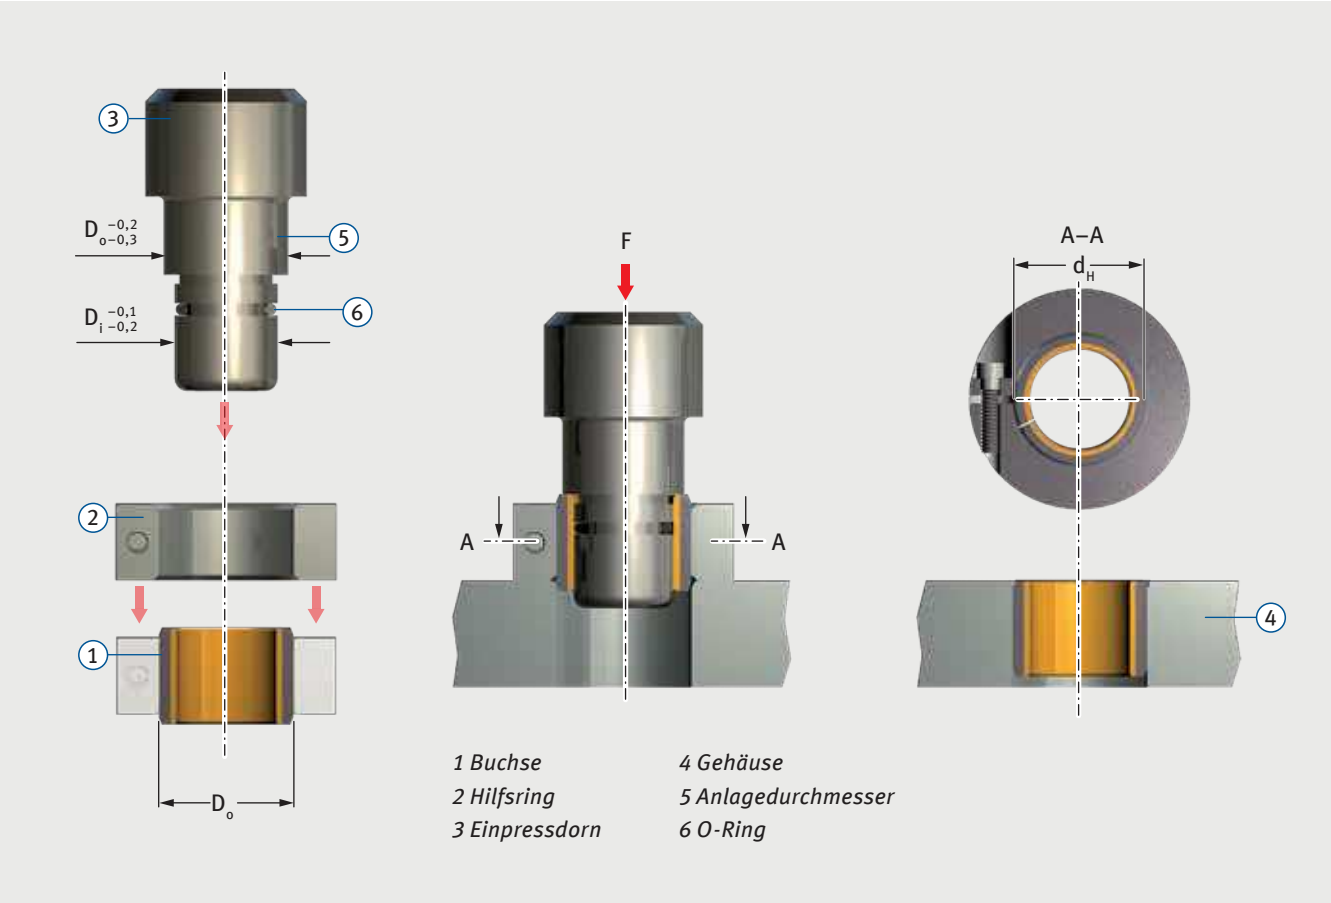

Abb. 4: Einpressen von Buchsen, $D_o \geq 55$ mm, mit Hilfsring
- Einpressen mit Dorn und mit Hilfsring gemäß Abb. 4.